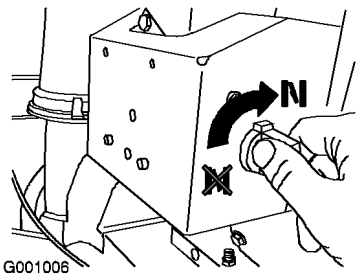

Figur 27
4. Flytta choken till läget På (Figur 27).